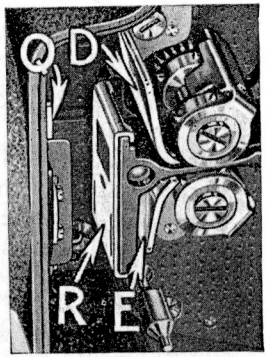

FIGURE 20
44. The aperture plate and the back plate (Q and R respectively, Figure 20) should be inspected frequently and cleaned if any dirt or film emulsion has collected upon them. Their smooth, highly polished surface must be maintained if the best results are to be obtained. Never use a penknife or other metal tools, as you may mar the surface. Wipe with a clean, dry, linen handkerchief. If emulsion accumulations remain, remove
them with a moistened toothpick. Clean the upper and lower film guides (D and E, Figure 20) in the same way.